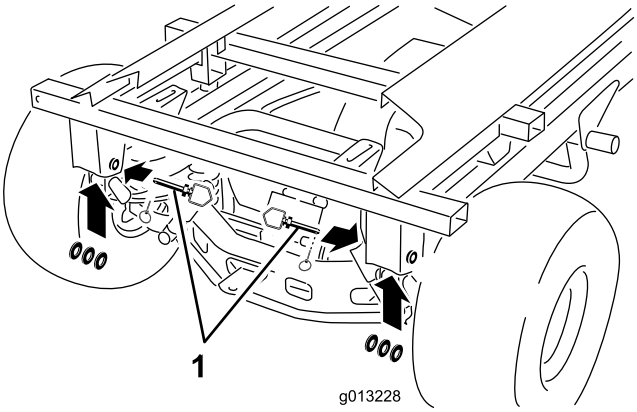

Rysunek 50
10. Usuń tylne zawleczki, sworznie zaczepowe i podkładki (Rysunek 50).